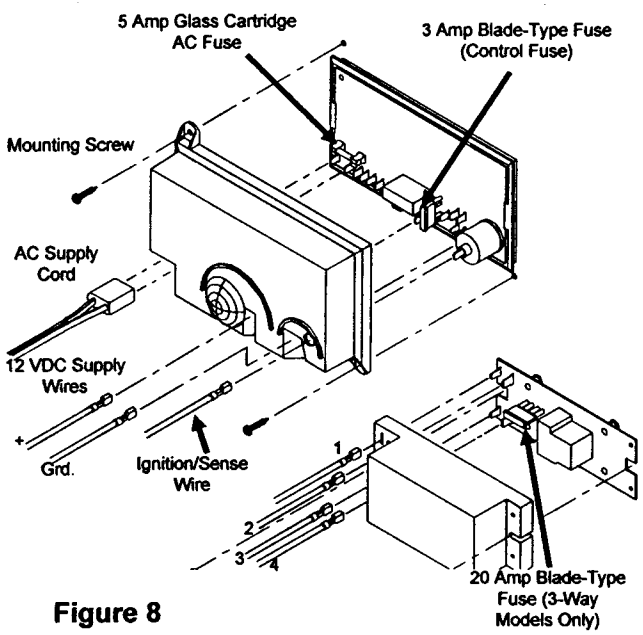

Figure 8
7. For 3-Way models, disconnect the supply wires from the extention board (B) as shown in Figure 8.